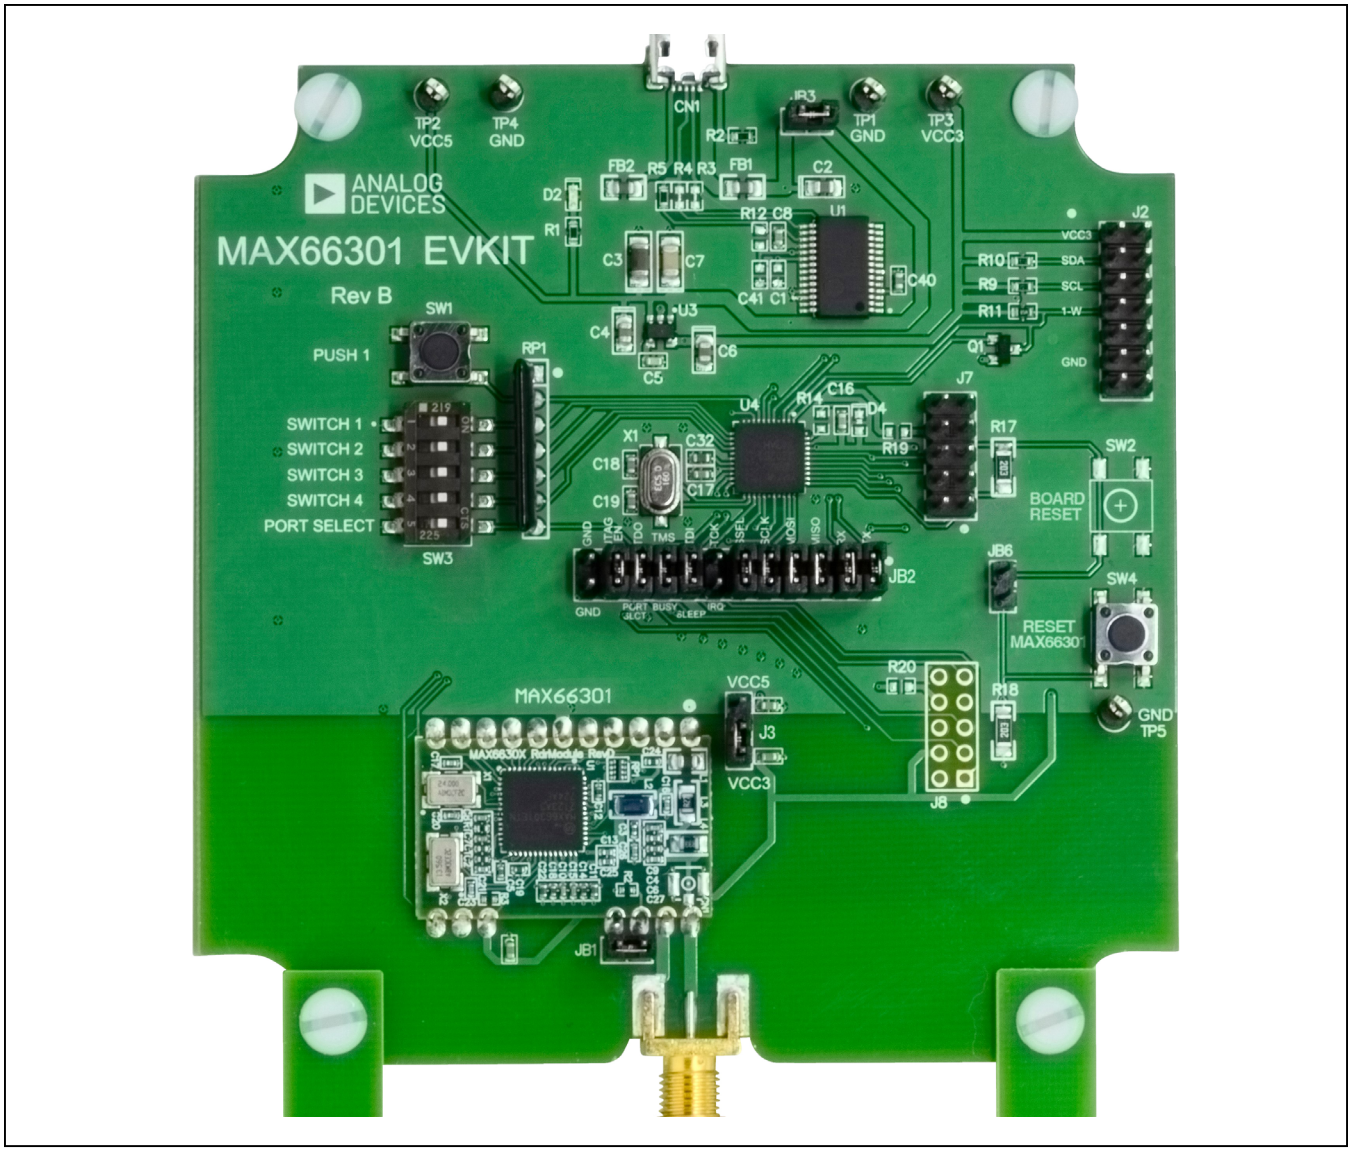

Figure 6. MAX66301 EV Kit Jumpers
a) Configure the jumpers per Table 1 and Figure 6 for 3.3V operation.
Table 1 and Figure 6 describe the MAX66301 EV kit and the function of the jumpers. Default settings from Table 1, in summary, support UART or SPI linking, USB power, and 3.3V operation.